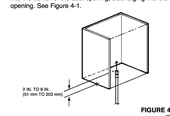

FIGURE 4-1 (000073)
1. Nozzles must be located 2 in. to 8 in. (51 mm to 203 mm) into the center of the duct opening, discharging into the opening. See Figure 4-1.